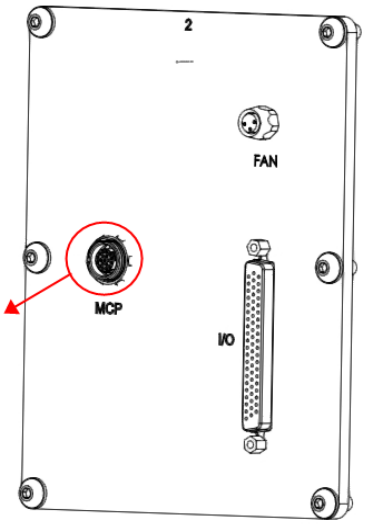

Figure 4-11 IO free distribution PCBA disassembly diagram
**Step 5** Use a special tool to loosen the nuts and remove the IO free distribution PCBA. The screw positions are shown in Figure 4-11.